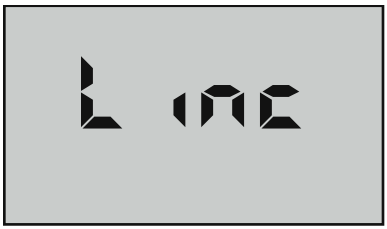

Figure 27
3. Press MR ▼ arrow key until the menu “**Linc**” appears (see Figure 27).
2. Press (MR ▼) key until the menu “**Linc**” appears (see Figure 27).